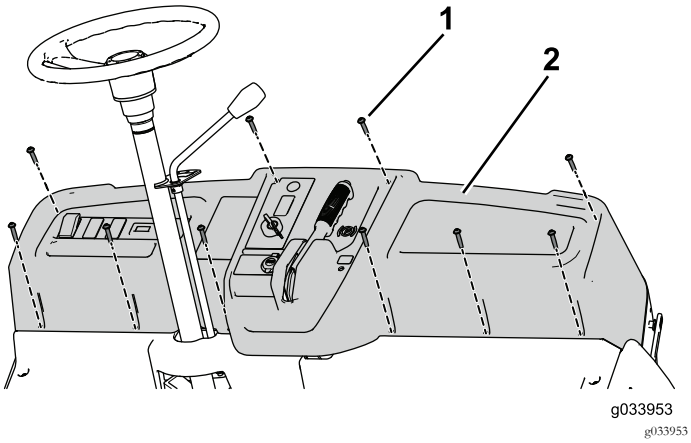

Figura 61
3. Retire os 10 parafusos (¼" x 1¼") para remover parcialmente o painel de instrumentos e desligue o travão de estacionamento (Figura 61).